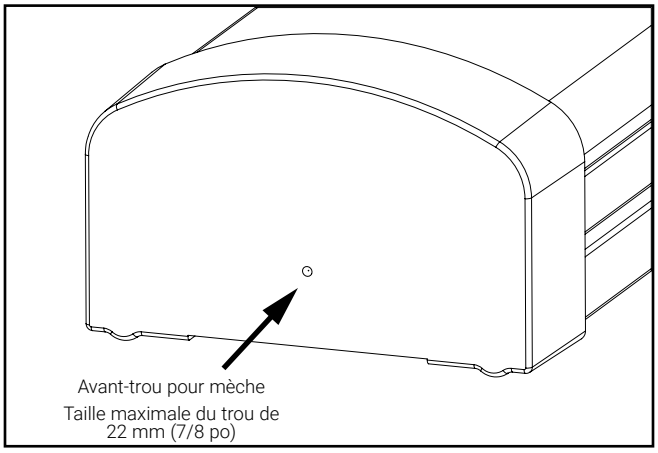

Figure 13.
2. En vous servant de l'avant-trou situé sur la face extérieure du capuchon d'extrémité comme guide, percez un trou d'au plus 22 mm (7/8 po) pour le câblage traversant. Retirez tous les débris créés par le perçage (figure 13).